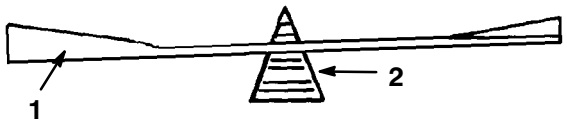

Figure 20
2. Vérifier l'équilibre de la lame en la plaçant sur un équilibreur (Fig. 20). Si la lame reste horizontale, elle est équilibrée et peut être utilisée. Si la lame est déséquilibrée, limer un peu le dos de la lame. Vérifier de nouveau et répéter la procédure jusqu'à ce que la lame soit équilibrée.